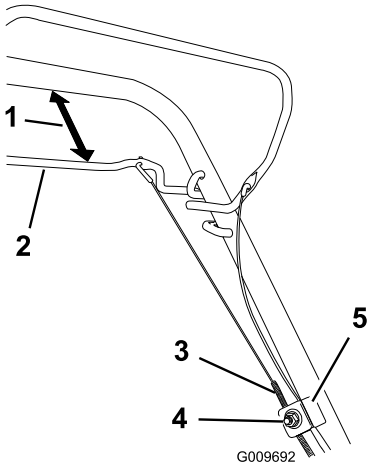

Figure 25
1. Desserrez l'écrou du support de guidage du câble (Figure 25).
2. Maintenez la barre de commande d'autotraction à 25 à 38 mm du guidon (Figure 25).
3. Baissez la gaine du câble (vers la tondeuse) pour éliminer le mou du câble (Figure 25).